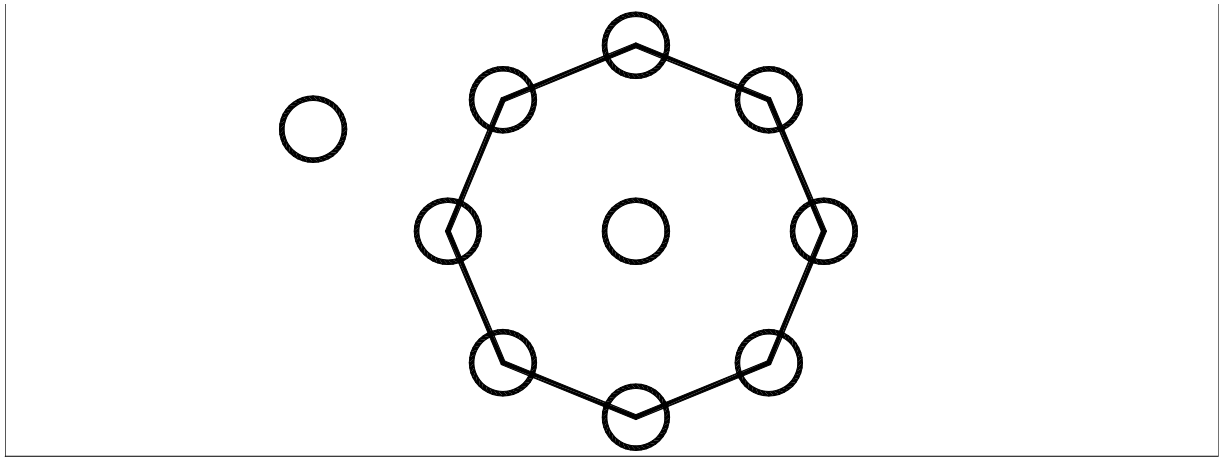

Рис. 6.2. Восьмиугольник и окружности
6.2.2. Начертить восьмиугольник и окружность. Скопировать окружность на вершины и в центр восьмиугольника. Центр восьмиугольника определить при помощи точечных фильтров (рис. 6.2).